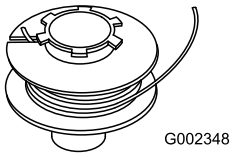

Figure 14
2. Accrochez une extrémité du fil **tout au fond** de la fente dans la bobine (Figure 14), **et ne laissez pas dépasser plus de 3 mm de fil.**